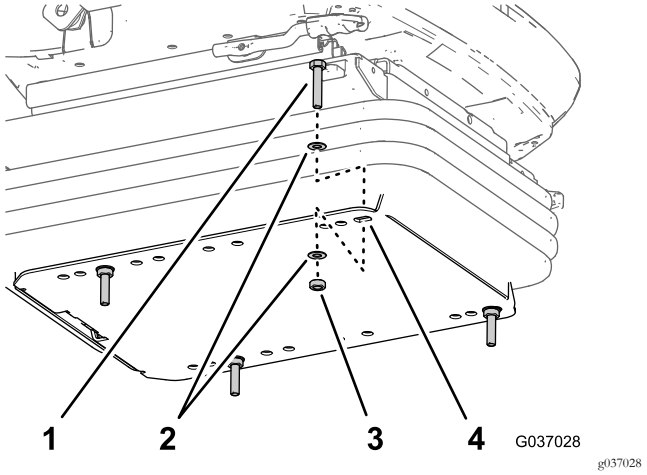

Figure 14
2. Assemble 4 cap screws (8 x 40 mm), 8 washers (8 x 17 mm), and 4 nuts—plain (8 mm) to the holes in the flange of the bottom plate (Figure 14) that you identified in step 1.